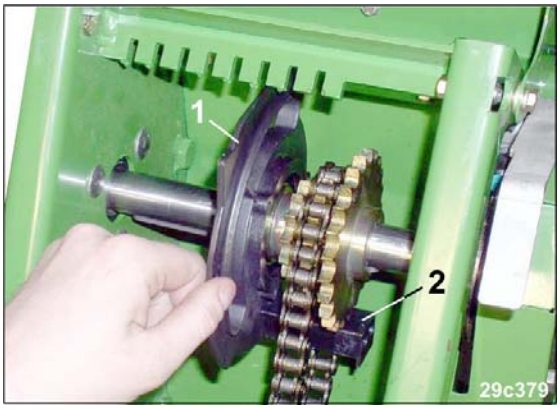

Fig. 88
7. Die Sicherungsscheibe (Fig. 88/1) gegen die Fahrtrichtung drehen. Der Kunststoffklotz (Fig. 88/2) hebt die Rollenkette vom Kettenrad ab.
9. Die Sicherungsscheibe (Fig. 88/1) soweit verschieben, bis die Rollenkette fluchtet und zurück in die axiale Sicherung drehen.
Falls erforderlich die Kettenräder A bis C, wie in Figur (Fig. 88) gezeigt, auf der Welle verschieben.